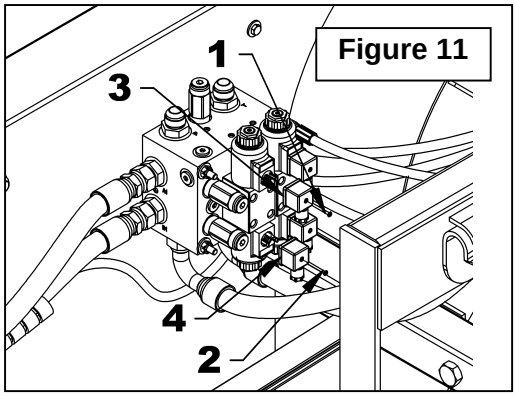

Figure 11
12. **Figure 11:** Retirer les connecteurs DIN (items 3-4) en retirant les deux vis (items 1-2).
14. **Figure 11:** Réinstaller les connecteurs DIN (items 3-4) sur la valve en s'assurant que le fil blanc est dans le connecteur supérieur et que le fil bleu est dans celui du bas et que les fils pointent vers le bas.